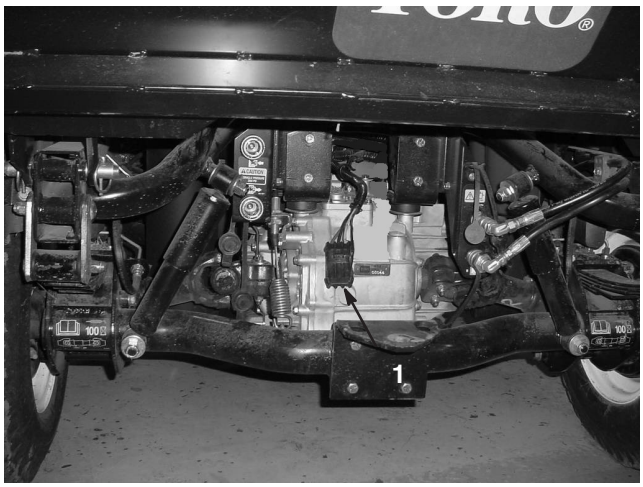

Figur 6
6. Dra kablaget till den bakre delen av maskinen såsom visas i figur 6.